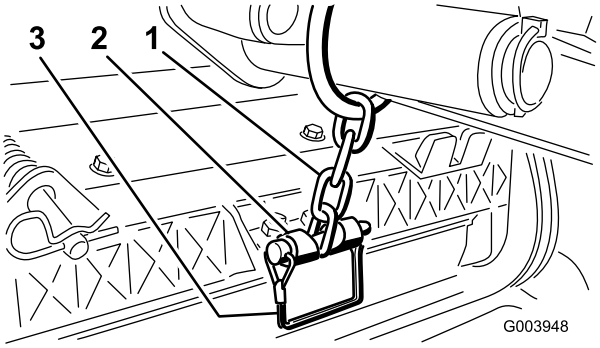

Figur 12
12. Fäst lyftarmens kedja på kedjefästet med låsstiftet (Figur 12). Använd så många kedjelänkar som rekommenderas i *bruksanvisningen* till klippenheten.